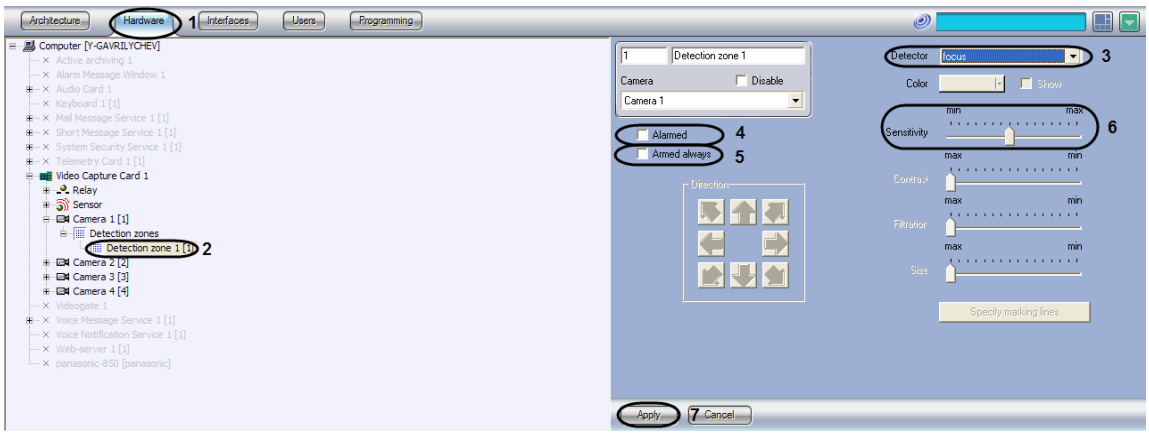

Figure 8.4-57 Configuring Focus detection tool
1. Go to the “Hardware” tab in the “System settings” dialog box (Figure 8.4-57, 1).
2. Select the “Detection zone” object corresponding to the required detection tool, on the “Hardware” tab in the objects tree (Figure 8.4-57, 2). The settings panel for the selected object appears on the right of the “Hardware” tab.
3. Enable the focus detection tool (see the “Enabling, configuring and disabling video detection tools” section) or select the focusing detection tool registered earlier (Figure 8.4-57, 3).
4. To enable the auto recording option on a focus detection tool alarm for the selected camera, set the “Alarmed” checkbox (Figure 8.4-57, 4).
5. To disable disarming of the focus detection tool by any user (irrespectively of his rights), set the “Armed always” checkbox (Figure 8.4-57, 5).
6. Set the value of the “Sensitivity” parameter by moving the the slider of the same name (Figure 8.4-57, 6). This setting corresponds to the minimum drop in image sharpness (that is
7. Click the “Apply” button (Figure 8.4-57, 7).